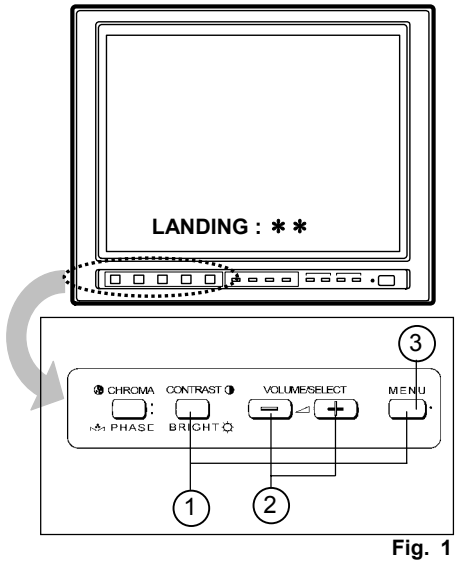

Fig. 1
LANDING : ∗ ∗ is displayed on the screen (Fig. 1).
3) Adjust to the state where irregular colour is not most conspicuous with [**VOLUME / SELECT(+ / –)**] buttons (Fig. 1).
4) If adjustment is completed, return with [**MENU**] button (Fig. 1).